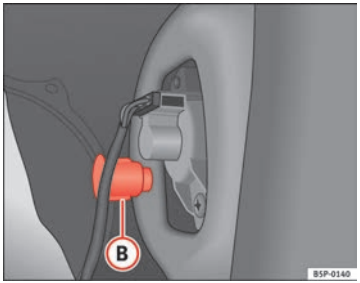

Fig. 197 Side lights and brake lights
– Unscrew the plastic fitting ⇒ Fig. 197 (B) securing the tail light. Inserting a screwdriver under the plastic fitting may help to loosen it.